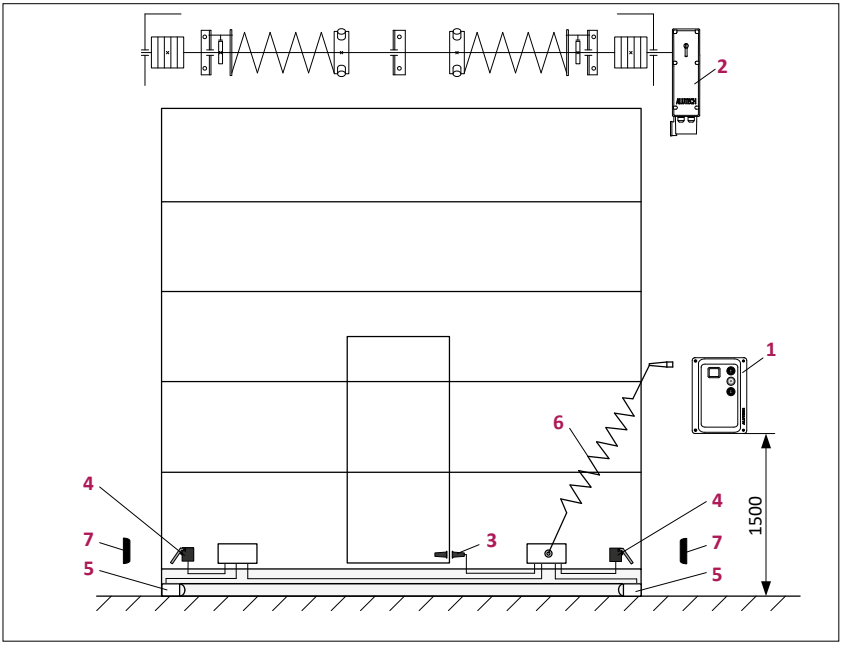

Figure 5
- Déterminez l'endroit où touts les dispositifs du système d'entraînement seront installés. Exemple de schéma d'automatisation typique pour portes industrielles sectionnelles équilibrées avec portillon – **Figure 5**.